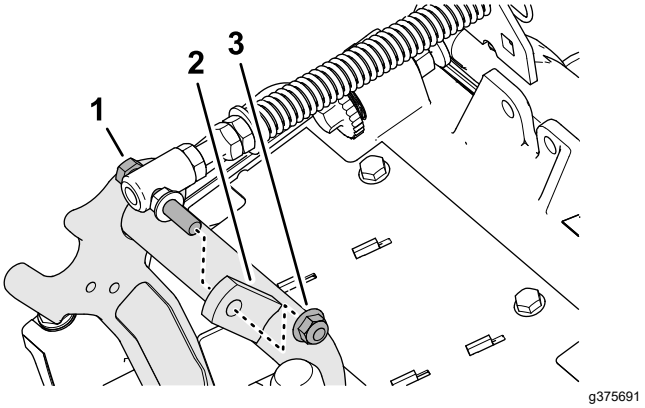

Figura 8
3. Îndepărtai contrapiulia cu guler (⅜") care fixează dopul filetat al arcului de compensare pentru gazon pe umărul drept al cadrului de susinere i îndepărtai arcul de compensare de pe unitatea de tăiere (Figura 8).